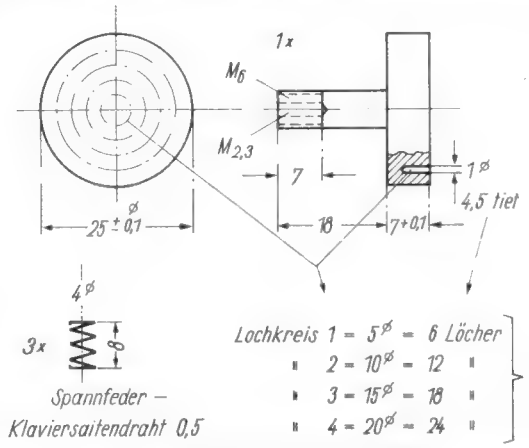
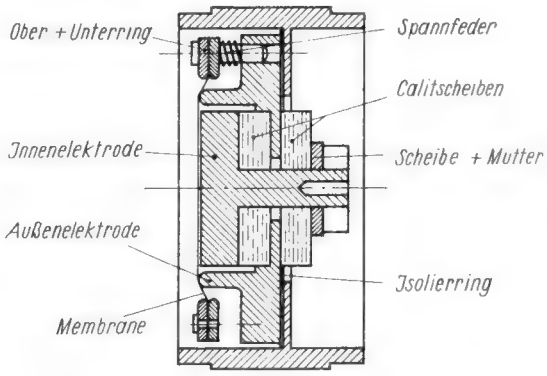

Bild 1. Innenelektrode (Messing) und Spannfeder
Bild 4. Querschnitt durch die Mikrofonkapsel
Die Kapsel besteht aus zwei Hauptteilen, der Innen- und der Außenelektrode. Die Innenelektrode muß von der Außenelektrode sehr gut isoliert sein. Je besser diese Isolation ist, um so besser ist das Mikrofon. Wir verwenden zur Isolierung Calitscheiben von 25 mm ⌀ bei einer Stärke von 5 mm. Als erstes fertigen wir die Teile nach **Bild 1, 2** und **3** und eine flache M 6-Mutter an. Nach dem Vernickeln werden diese Teile mit den Calitscheiben nach **Bild 4** montiert. Die Mutter wird sehr vorsichtig angezogen, weil die Calitscheiben leicht zerspringen können.
Jetzt kann die Membran in die Kapsel eingebaut werden. Die Kapsel wird sorgfältig von allen Spänen und von Staub mit einer Messingdrahtbürste gesäubert, mit Preßluft ausgeblasen und mit der Lupe auf Sauberkeit untersucht. Die Kapsel wird dann senkrecht auf den Tisch gestellt und mit der linken Hand festgehalten. Dann wird mit der rechten Hand der Membranring locker mit den Schrauben und Spannfedern angeschraubt. Nun sind alle drei Schrauben anzuziehen, bis die Membran kurz über dem Rand steht (s. Bild 4). Jetzt ist die Kapsel horizontal auf eine feste Unterlage zu legen und die Spannschrauben sind von oben mit einem Uhrmacherschraubenzieher anzuziehen, bis sich der Rand der Außenelektrode gleichmäßig auf der Membran abzeichnet. Die Membran wird nun vorsichtig gespannt, bis sie vollständig glatt liegt. Mit einem Durchgangsprüfer mit etwa 4 V Spannung prüfen wir, ob die Membran mit der Innenelektrode Schluß hat. Auch wenn die Membran angeblasen wird, darf kein Kurzschluß entstehen. Hat sie diese Prüfung überstanden, erhöhen wir die Prüfspannung auf 50 Volt. Wenn noch Staub oder Späne in der Kapsel waren oder der Abstand Membran—Innenelektrode zu gering ist, zeigt sich jetzt ein leises Knistern, das von Überschlägen zwischen Membran und Innenelektrode herrührt. Bilden sich Brennstellen, so ist eine neue Membran aufzuziehen. Wenn die Membran gespannt und kein Kurzschluß vorhanden ist, ist die Kapsel einbaubereit. Die Kapazität der Kapsel beträgt etwa 100 pF.
- 1 Innenelektrode Bild 1